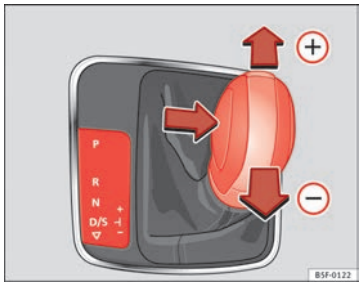

Fig. 95 Consola central: engrenar com Tiptronic
– Empurre a alavanca selectora para a frente ⊕ para engrenar uma mudança mais alta ⇒ Fig. 95.